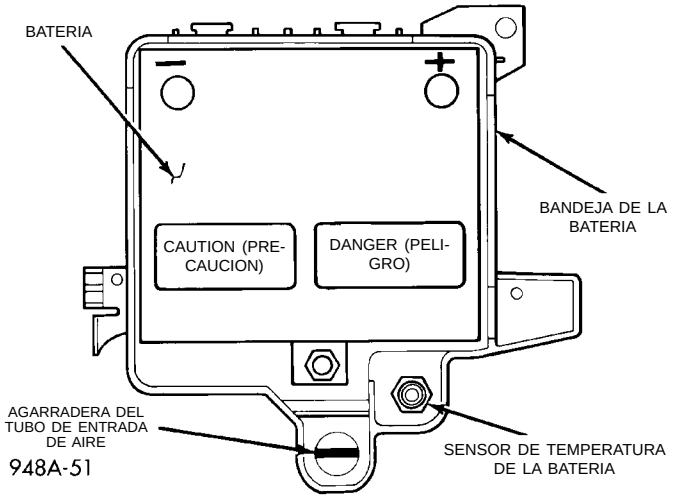

Fig. 14 Localización del sensor de temperatura de la batería
(4) Retire de la bandeja de la batería, la tuerca de instalación del sensor de temperatura (Fig. 14).